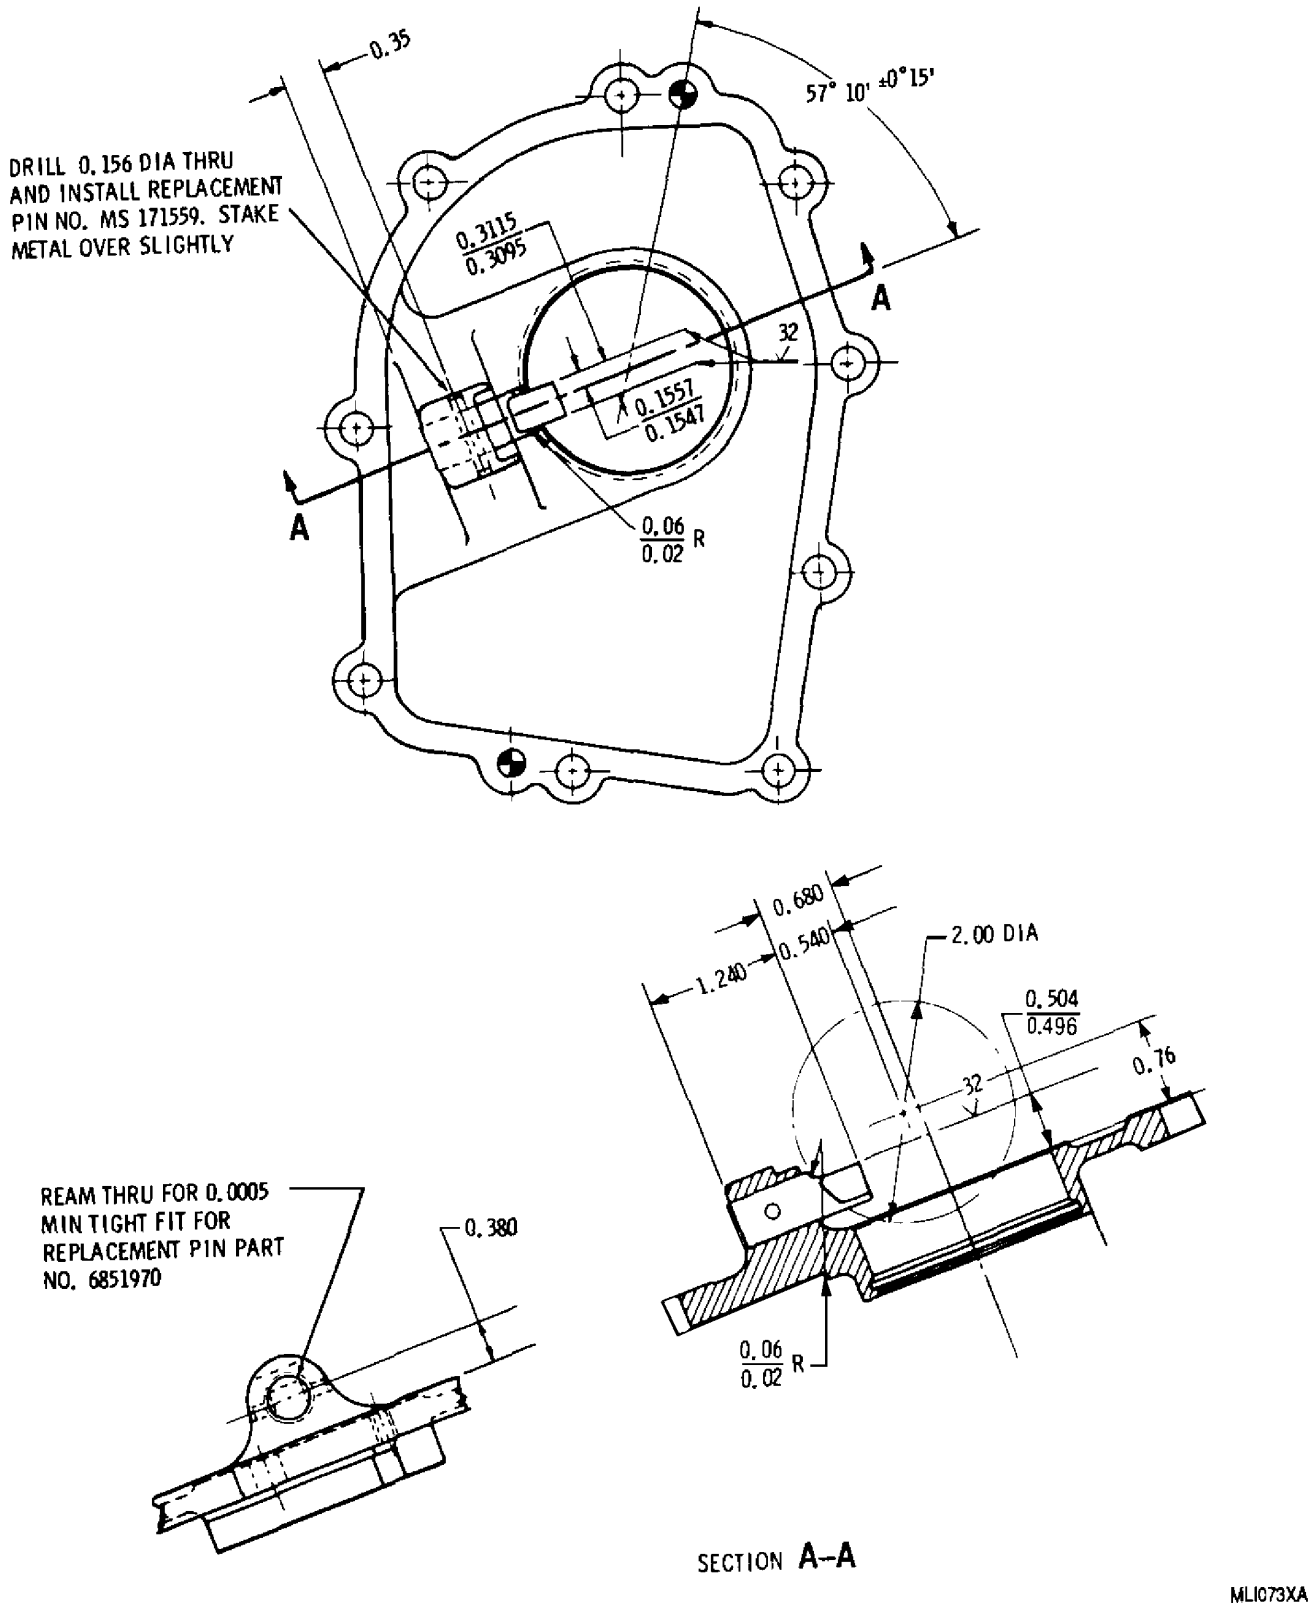

Figure 9. Coordinator Cover Pin Replacement
14. Coordinator Cover Pin Replacement. (figure 9)
(2) Ream cover pinhole for a 0.0005 in. tight fit with replacement cover pin.
(3) Press replacement cover pin in cover to dimensions shown in figure 9.
(4) Drill a 0.156 in. diameter hole through cover and replacement cover pin. Install replacement spring pin, and stake metal over slightly.
(5) Machine exposed end of replacement cover pin to dimensions shown in figure 9.